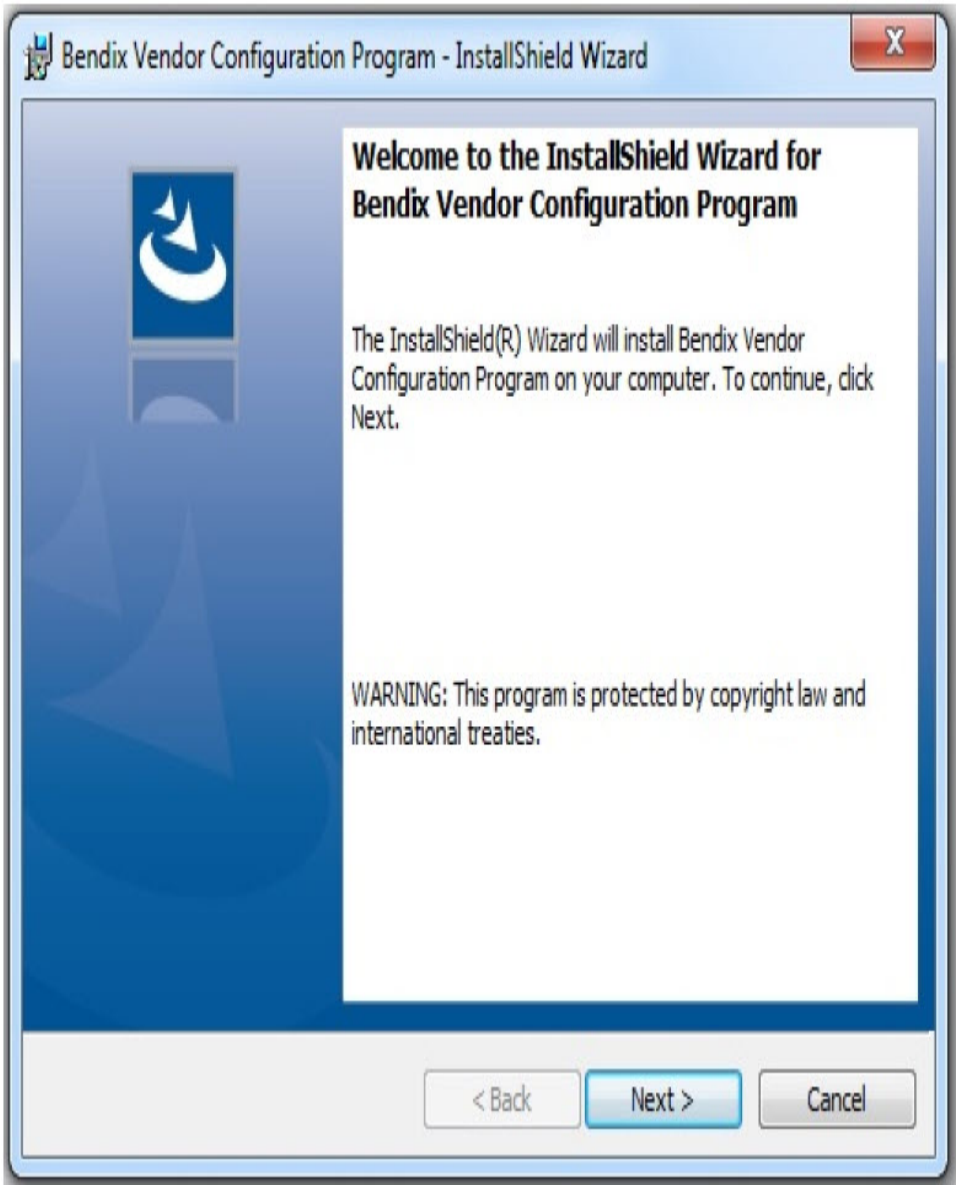

Figure 3
7. When the component installation finishes, the installation will continue. Click **'Next'** to proceed. [see figure 3]